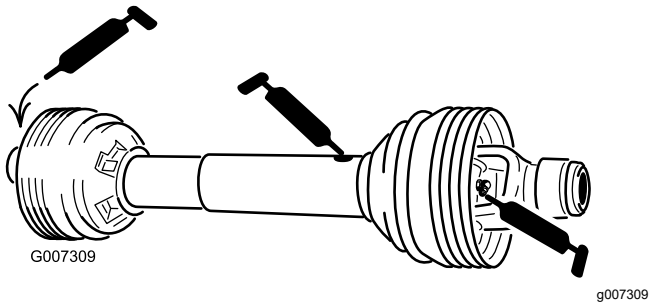

**Figuur 28**
Aandrijfas van aftakas (3) (Figuur 28)